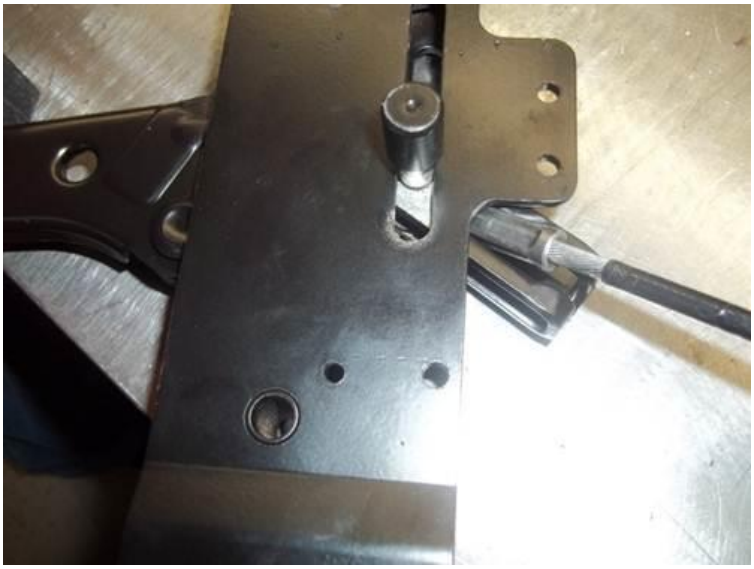

Fig. 14
14. Lift cable end from the retainer and separate from park brake lever assembly. (Fig. 14)